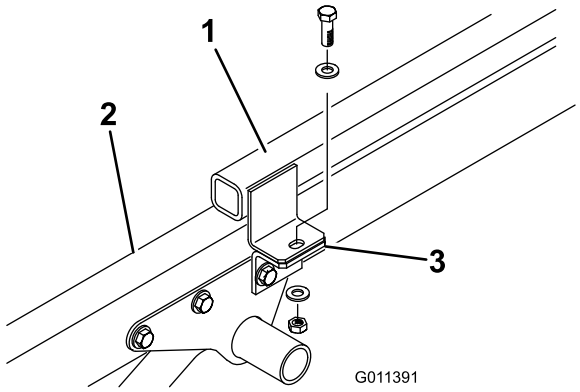

Figur 6
3. Ta bort huvudskruven, de två planbrickor och låsmuttern som fäster varje redskapskoppling på dragkrokens flik (Figur 6).